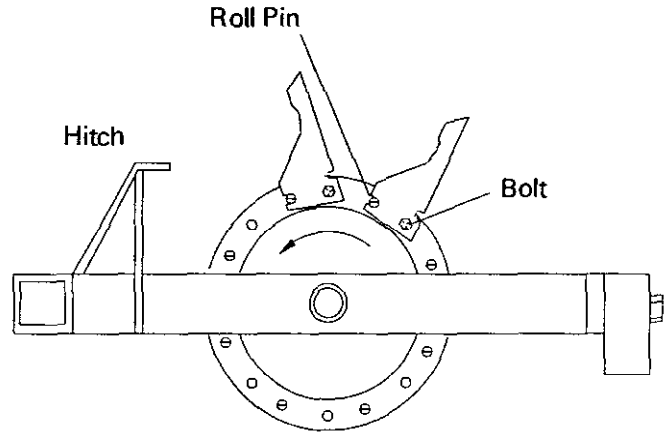

Figure 1
INSTALLING TINES (Fig. 1)
2. Start at the outerside casting and install the tines as shown. Install all 8 tines on the casting making sure the roll pin is in the front position (Fig. 1). Use 1/2" x 1-3/4" bolts for the second hole ans secure tightly.